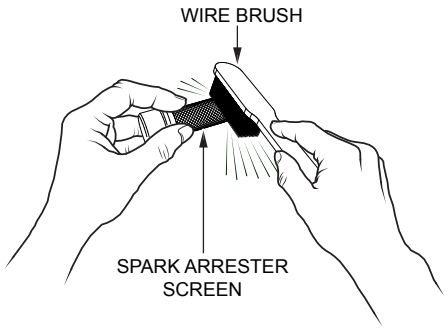

Figure 41. Cleaning The Spark Arrester
3. Carefully remove carbon deposits from the spark arrester screen (Figure 41) with a wire brush.